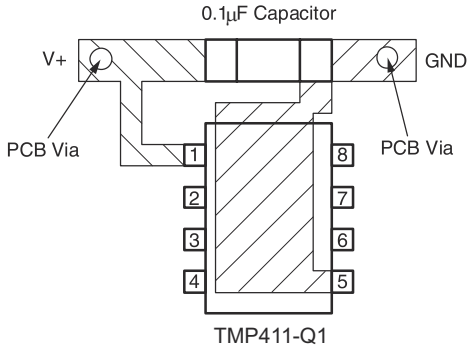

Figure 9-11. Suggested Bypass Capacitor Placement
4. Use a 0.1µF local bypass capacitor directly between the V+ and GND of the TMP411-Q1 and TMP411D-Q1 devices, as shown in Figure 9-11. Minimize filter capacitance between D+ and D− to 1000pF or less for optimum measurement performance. This capacitance includes any cable capacitance between the remote temperature sensor and the TMP411-Q1 and TMP411D-Q1 devices.